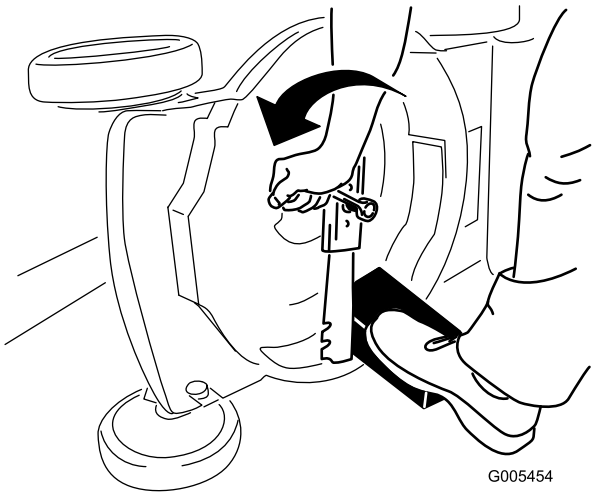

Figura 25
3. Utilice un bloque de madera para inmovilizar la cuchilla (Figura 25).
4. Retire la cuchilla, conservando todos los herrajes de montaje (Figura 25).